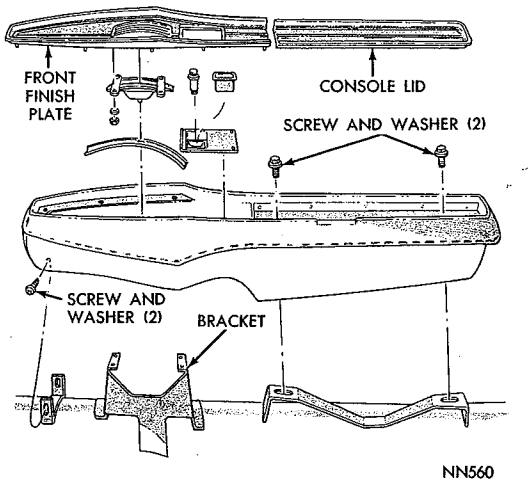

*Fig. 22—Removing or Installing Console (Valiant Models)*
**Valiant Models:** Remove two screws from front corners of console (Fig. 22). Raise console lid and remove two screws from bottom of tray. Raise console enough to disconnect dial lamp and other electrical connections, then lift off console assembly.